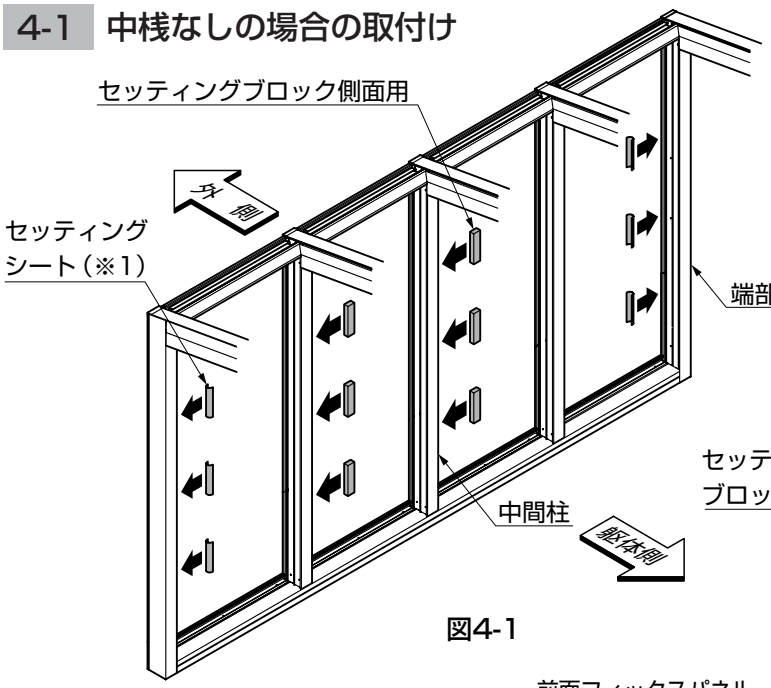

図4-1
①セッティングブロック側面用を、中間柱の片側に取付けてください。（図4-1参照）